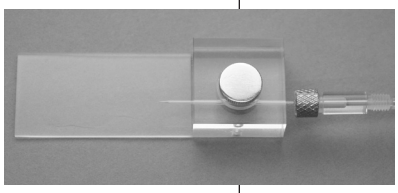

Figure 7b
Position the stage-mounted acrylic pipette holder on the microscope stage just as if it were a slide. Orient the acrylic block of the pipette holder (see **Fig. 7b**).
7. With the power on and unit set at Manual, depress the RUN button several times at various heat settings to visualize the expansion of the filament loop and determine approximately where the pipette should be positioned in relation to it. With a higher heat setting the filament will expand out farther. To mount a pipette, first adjust the stage of the microscope down and away from the objective, thereby providing sufficient room for mounting the pipette safely on the pipette holder. Place the pipette in the acrylic pipette holder (**Fig. 7b**). Using the horizontal adjustment on the microscope stage, position the pipette so that the tip is slightly past the center of the objective. Raise the stage until the filament is about 3 mm from the objective. Slowly move the pipette back and forth, in and out, while looking through the microscope until the image of the pipette is observed. Adjust the vertical position of the stage until the pipette is clearly visible and in focus. Position the pipette tip in relation to the heating filament as required by the application.
d. Mount the pipette on the stage-mounted acrylic pipette holder and lock in place with the locking screw (see **Fig. 7b**).